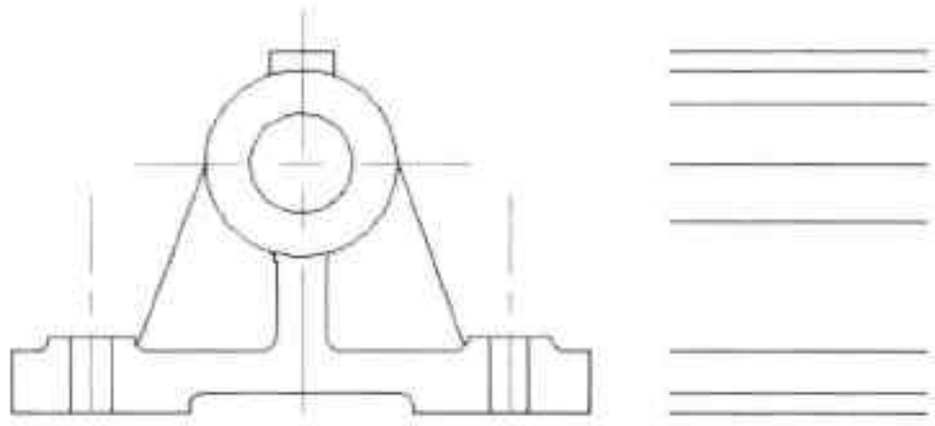

图21-81 绘制辅助线
Step 02 执行“直线”命令，继续绘制侧立面的辅助线，效果如图 21-81 所示。